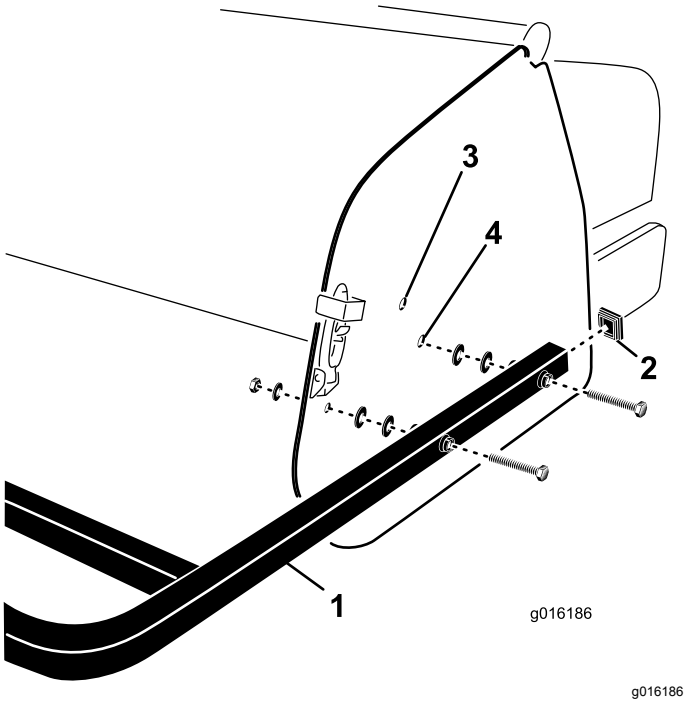

Rysunek 31
1. Włóż nasadki końcowe w końcówki tylnej osłony rurowej (Rysunek 31).
2. Ustaw otwory w rurach montażowych tylnej osłony równo z otworami w płytach bocznych aeratora (Rysunek 31).
3. Za pomocą 4 śrub, podkładek płaskich i nakrętek zamocuj rury montażowe osłony do płyt bocznych (Rysunek 31).